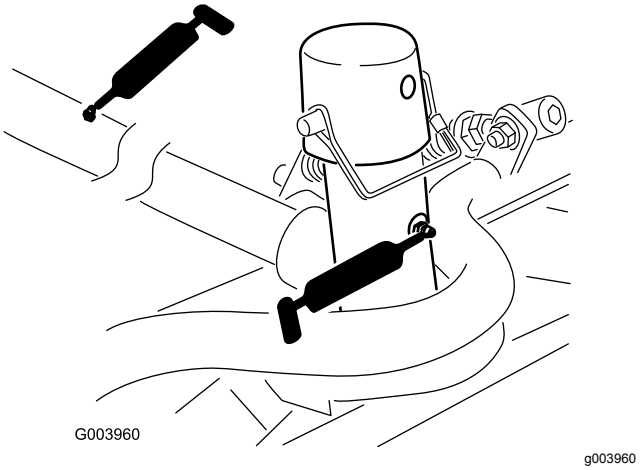

Figur 43
- Klippenhetens bärram och svängtapp (2 var) (Figur 43)